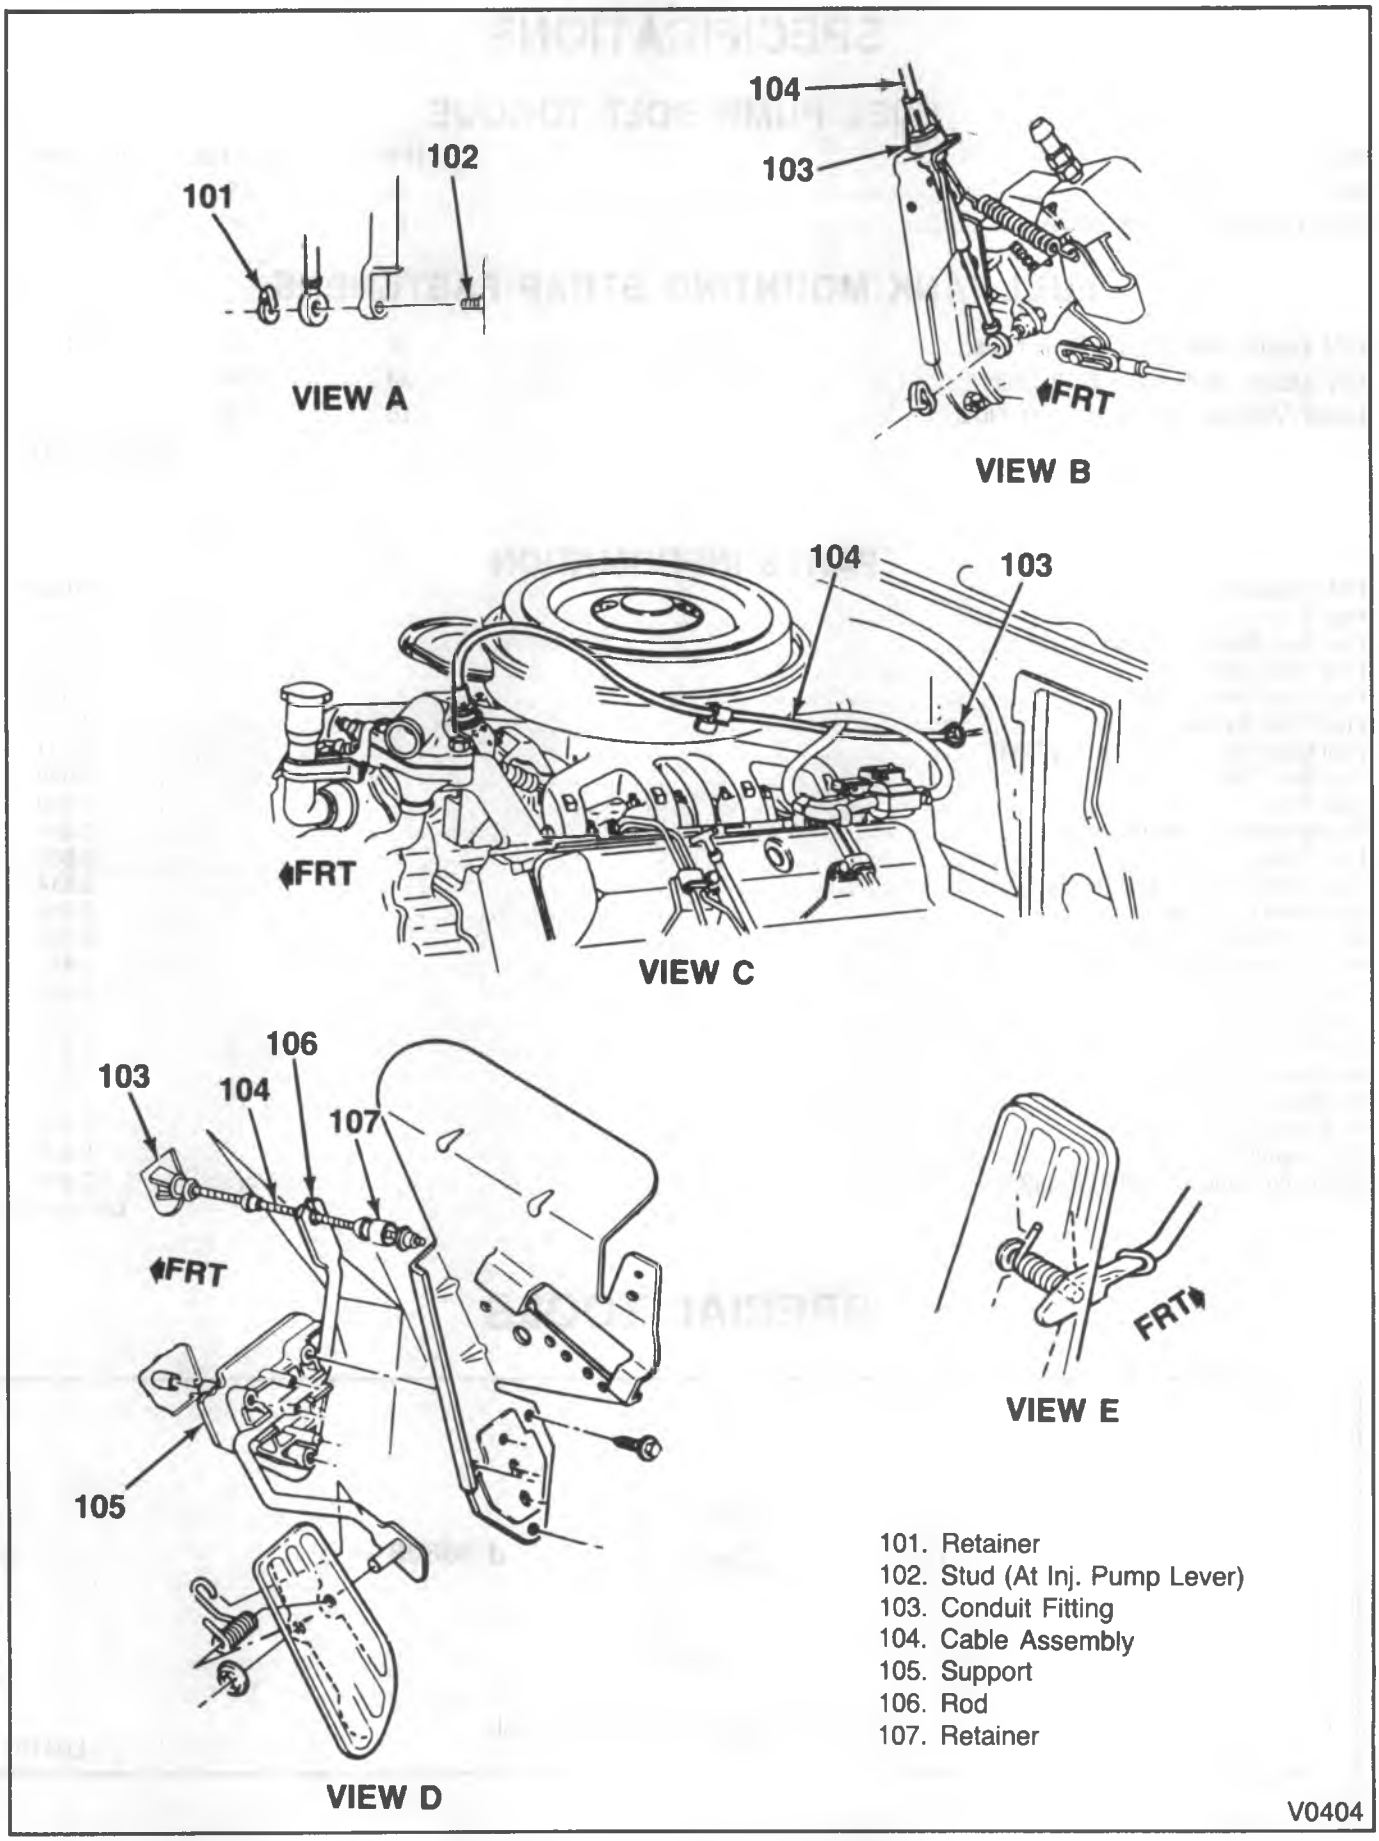

Figure 18—Throttle Cable Assembly
Observe the following when performing service on the accelerator control cable (figure 18):
- The mounting surface between the support (figure 18) (105) and the dash panel must be free of insulation. The carpet and padding in the pedal and tunnel area must be positioned to lay flat and be free of wrinkles and bunches. (View D).
- Slip the accelerator control cable (104) through the slot in the rod (106) before installing the retainer (109) in the rod. Make sure it is seated properly. Use care in pressing the retainer into the hole so the cable is not kinked or damaged. (View D).